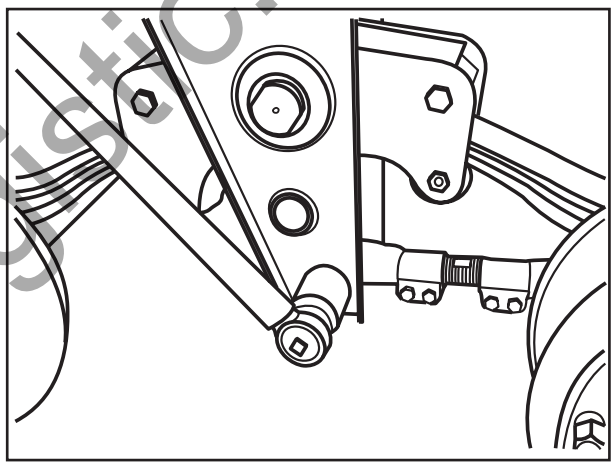

Рис. 2
- исполнение с регулируемой соединительной тягой на опоре (рис. 2)